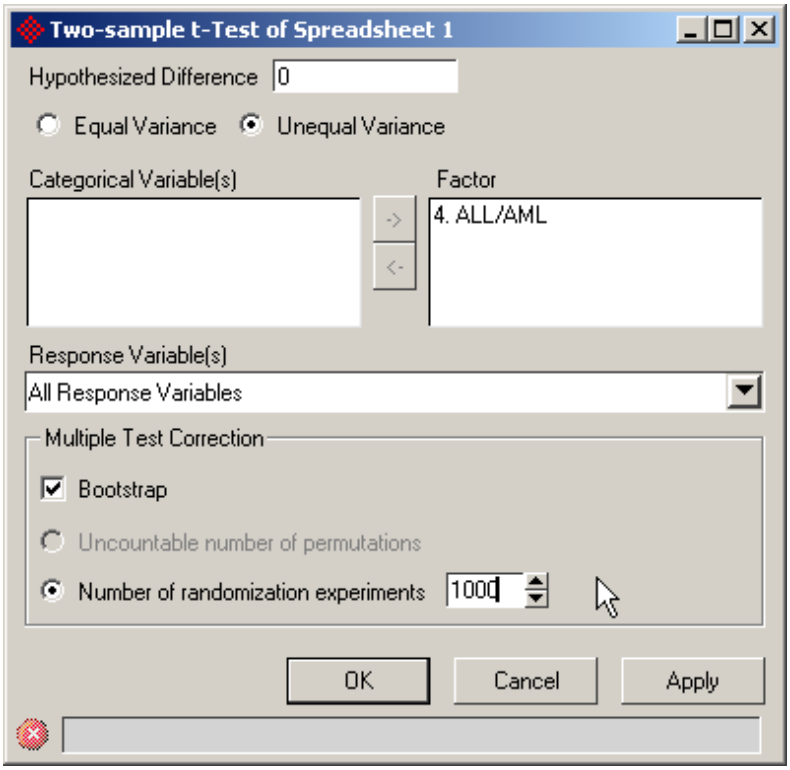

Figure 11. 82: Configuring the two-sample t-Test with Bootstrap correction
suppose you do a t-test on 7,129 variables and are interested in knowing if an unadjusted *p*-value of 5.48787e-6 is significant when considering the multiple tests. This example corresponds to the 122nd ranked gene on an leukemia dataset. In this example, Partek will perform 1,000 iterations of the bootstrap (Figure 11. 82).
- Increments by one the column labeled “Trials w/ Hits” if *any* of the 7129 p-values is less than or equal to 4.69181e-6 (Figure 11. 83)